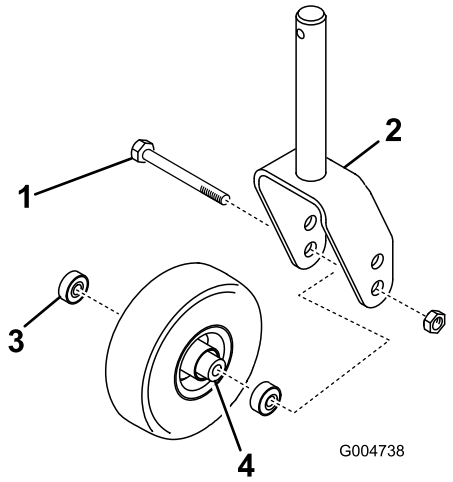
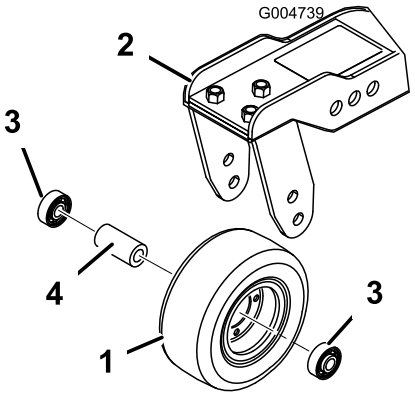

Bild 80
Bild 81
1. Entfernen Sie die Sicherungsmutter von der Schraube, mit der das Laufrad zwischen der Laufradgabel (Bild 80) oder dem Laufradgelenkarm (Bild 81) befestigt ist.
2. Entfernen Sie das Lager aus der Radnabe und lassen das Lagerdistanzstück herausfallen (Bild 80 und Bild 81).